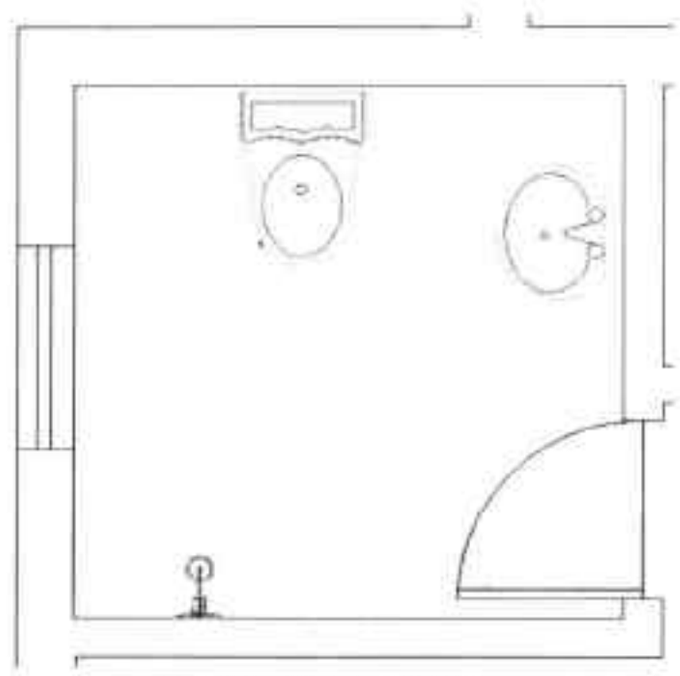

图19-38 插入图块
Step 05 执行“插入块”命令，将马桶、洗手池、淋喷图块插入至主卫合适位置，如图 19-38 所示。